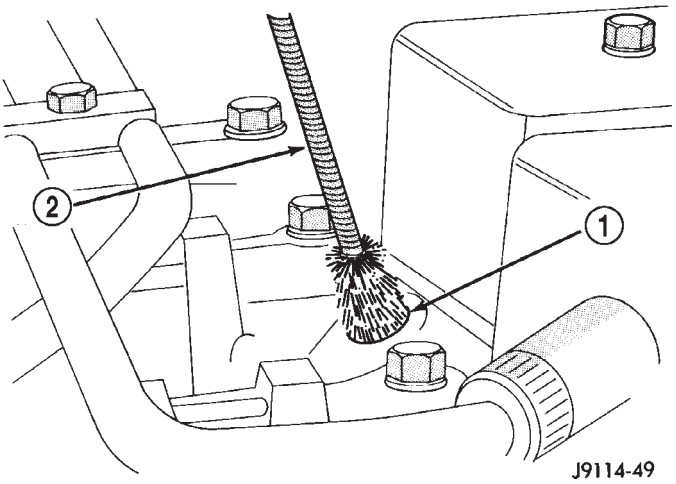

Fig. 24 Cleaning Cylinder Head Injector Bore— TYPICAL BORE
(2) Thoroughly clean fuel injector cylinder head bore with special Cummins wire brush tool or equivalent (Fig. 24). Blow out bore hole with compressed air.